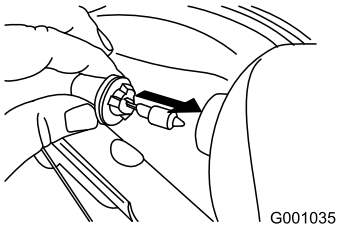

Figur 57
4. Sett en ny pære inn på baksiden av frontlykten (Figur 57).